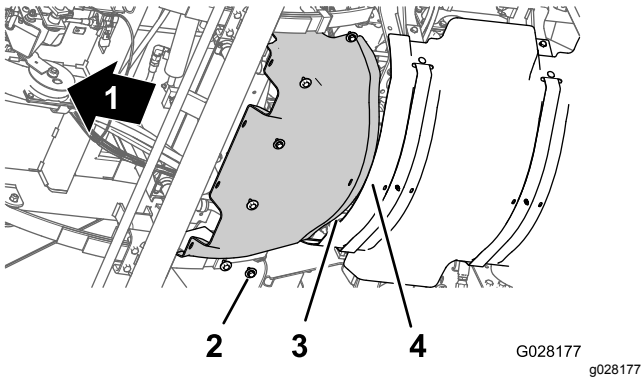

Figuur 60
1. Lijn de achterste flens van het voorste hittescherm uit over de voorste flens van het achterste hittescherm (Figuur 60).
2. Lijn de gaten in het voorste hittescherm uit met de schroefdraadgaten in het chassis (Figuur 60).
3. Monteer het voorste hittescherm op de machine; gebruik hierbij de 6 zeskantbouten en 6 ringen (Figuur 60) die u verwijderd hebt in stap 3 van Het voorste hittescherm verwijderen (bladz. 53).